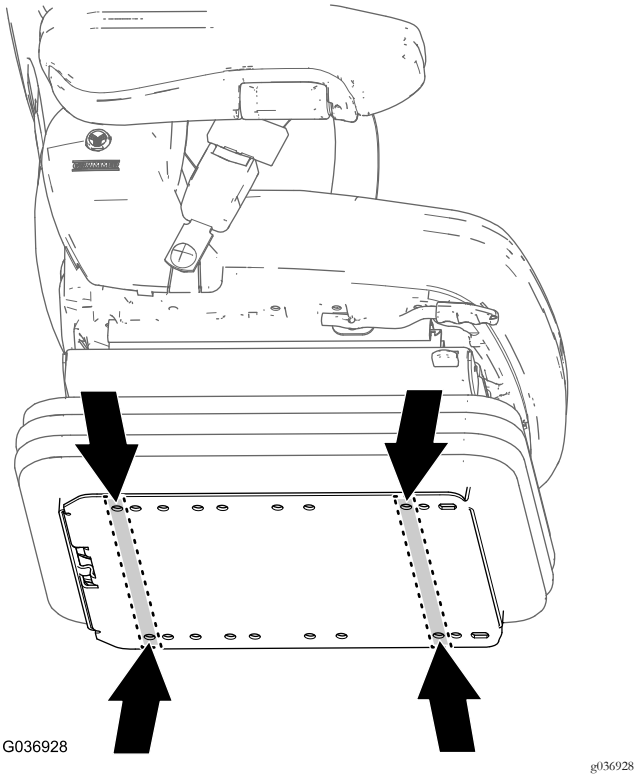

図 16
1. 新しい座席のボトムプレートにある、座席取り付け穴マシンのモデルによって異なるを探し出す図 16。